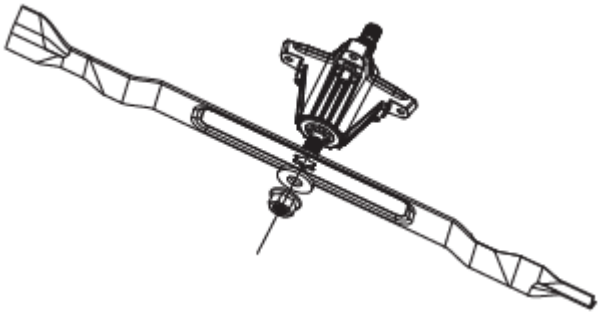

Rys. 20
• Zamontuj wszystko zgodnie z kolejnością przedstawioną na Rys. 20.
Poziom oleju musi znajdować się pomiędzy maks. a min na prętowym wskaźniku poziomu oleju (Rys. 20).